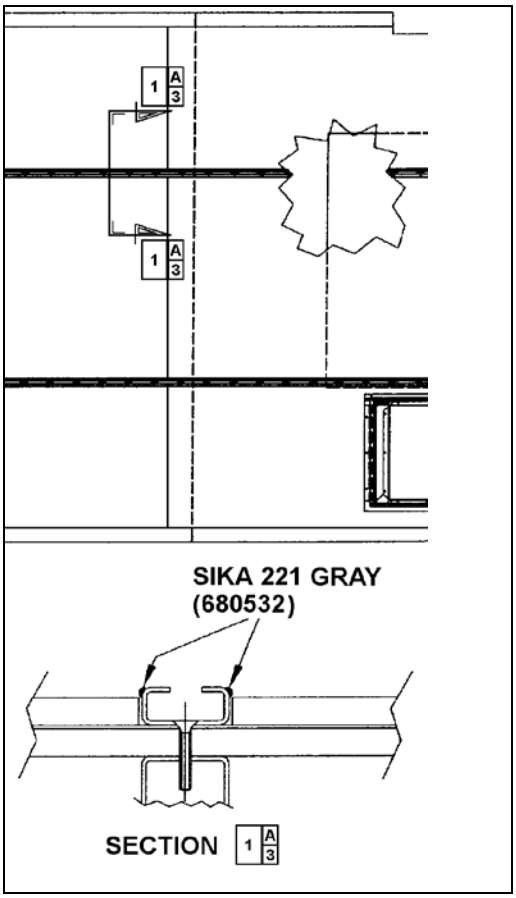

**FIGURE 81: APPLICATION OF SIKA 221 GRAY** 18641
8. Apply Sikaflex 221 gray sealant (680532) alongside passenger seat fixing tracks (refer to Figure 81).